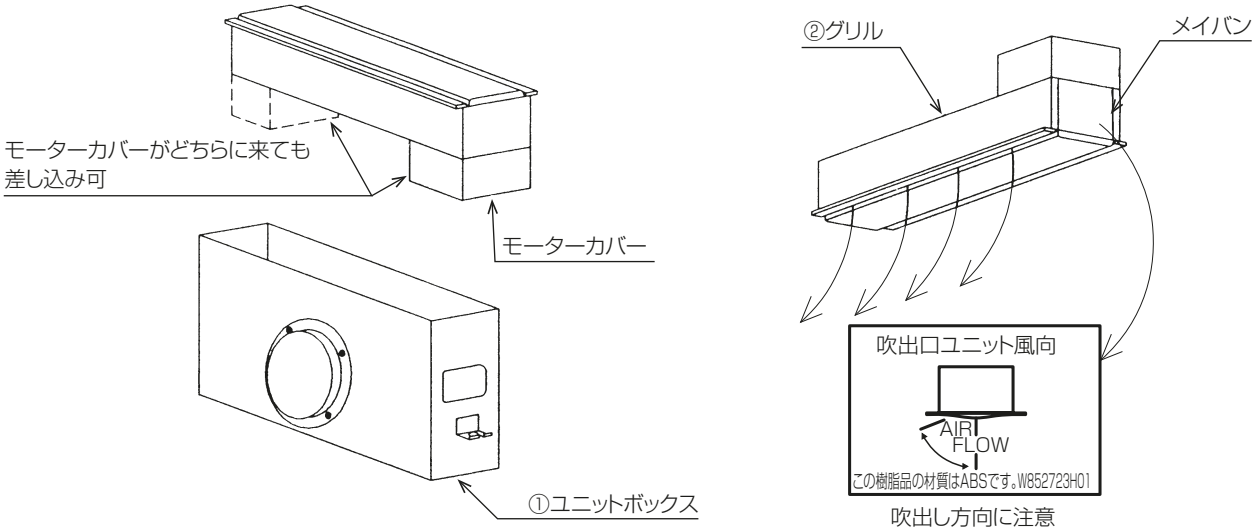

図 2
次に風向きに注意して②グリルの差込む向きを決めてください。（**図 2**）